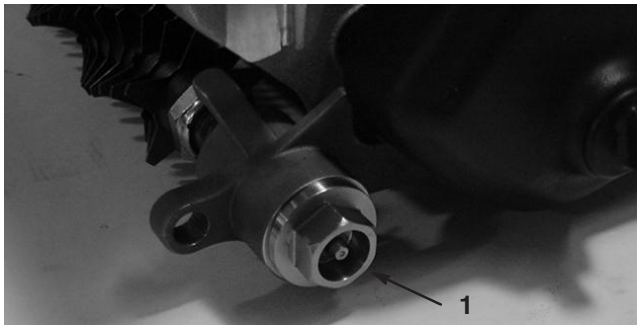

Figure 42
10. On left end of cutting unit, remove the cap plug from the groomer housing (Fig. 42).